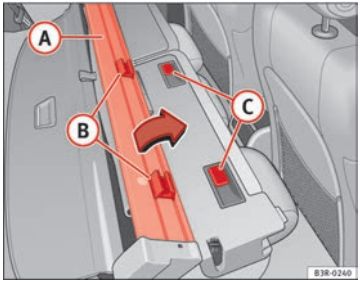

Fig. 123 Installing luggage compartment cover / net partition
– Fit the net partition (A) on the backrest so that the retainers (B) are located next to the retaining rails (C) ⇒ fig. 123.